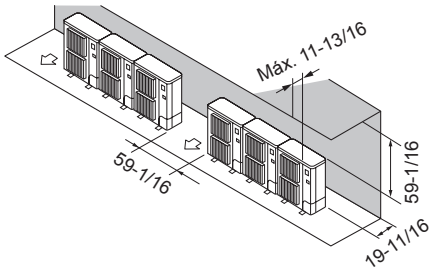

Fig. 3-12
② Obstáculos sólo en la parte trasera y superior (Fig. 3-12)